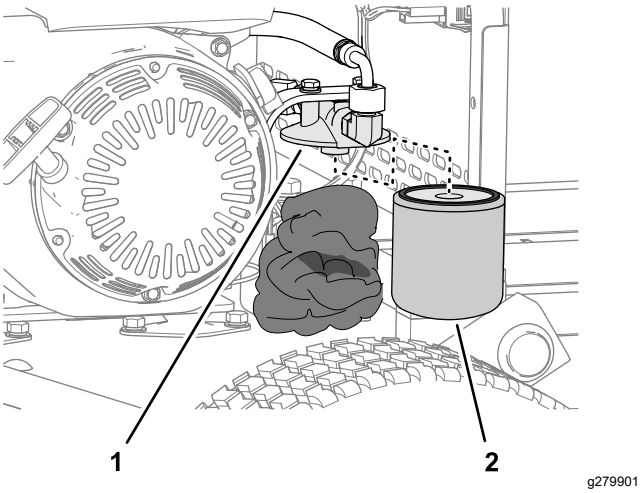

Figuur 38
2. Stop doeken onder het hydraulische filter (Figuur 38).
3. Verwijder het hydraulische filter voorzichtig (Figuur 38).
5. Draai het filter handmatig op de filterkop (Figuur 38) totdat de pakking contact maakt met de filterkop. Draai het filter vervolgens nog eens ¾ slag vaster.